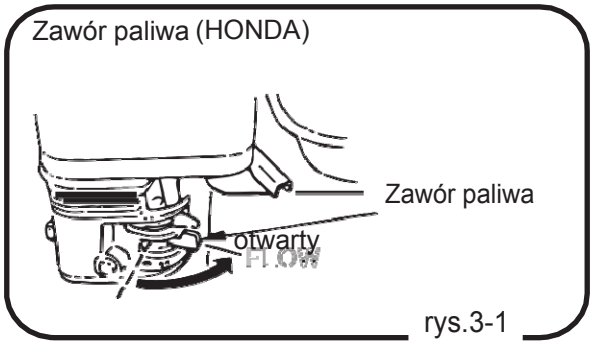

rys.3-1
1. Przestaw zawór paliwa do pozycji “Out” aby paliwo zaczęło płynąć. (rys. 3-1, 3-2, 3-3)